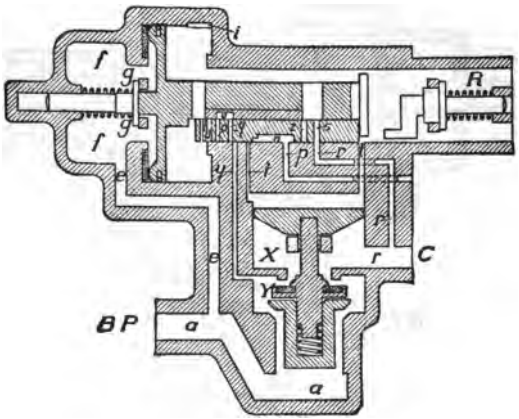

FIG. 18.—K TRIPLE VALVE—EMERGENCY POSITION.
Q. What does Fig. 18 represent?